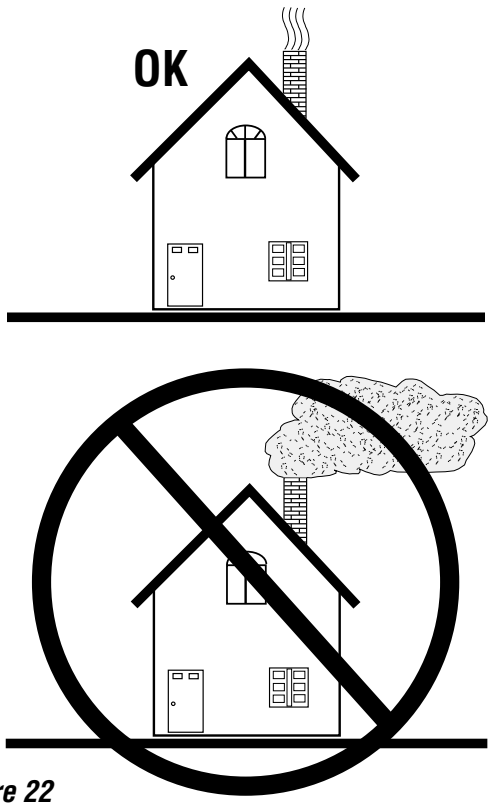

*Figure 22*
7. For best results, use smaller pieces of wood to get the appliance temperature very high before loading larger wood for sustained burns. If necessary, crack the door to allow ignition of the fuel charge. Now you can add larger pieces of wood and after several minutes of high burn, set the left control for the desired heat output. Check the exhaust in about 15 to 20 minutes *(see **Figure 22**)*. Large amounts of smoke indicate an improper burn setting (either too high or too low). Adjust and recheck in 5 to 10 minutes.
6. Go outside and check your chimney. More than a very small amount of smoke indicates wasted heat, creosote build up and pollution *(see **Figure 22**)*.